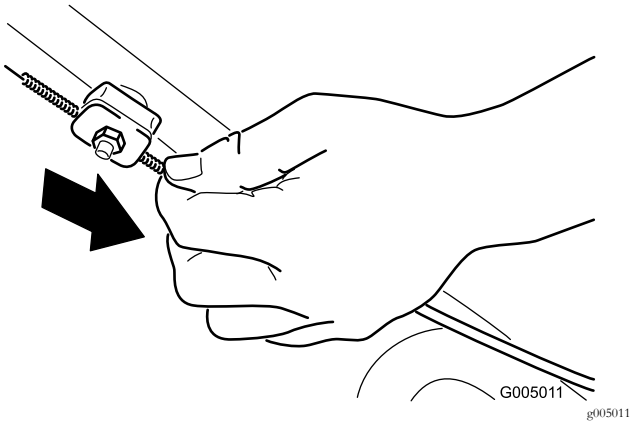

Figure 35
3. Pull down the cable jacket (toward the mower) until there is no slack in the cable (Figure 35).